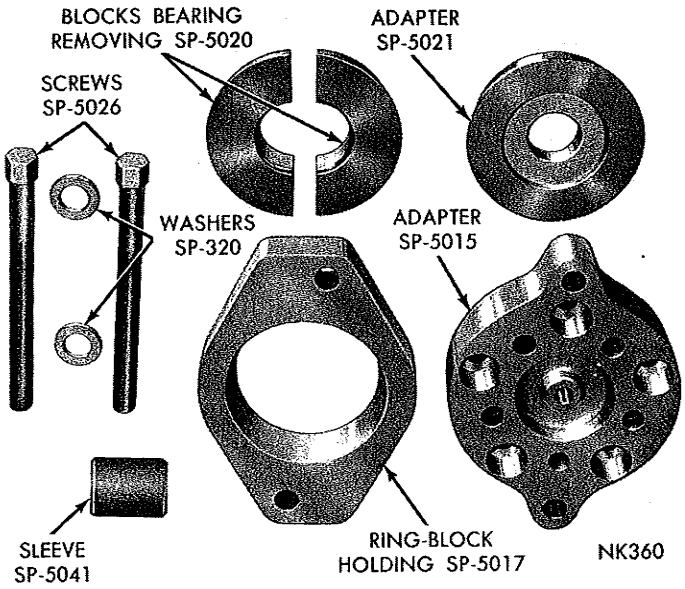
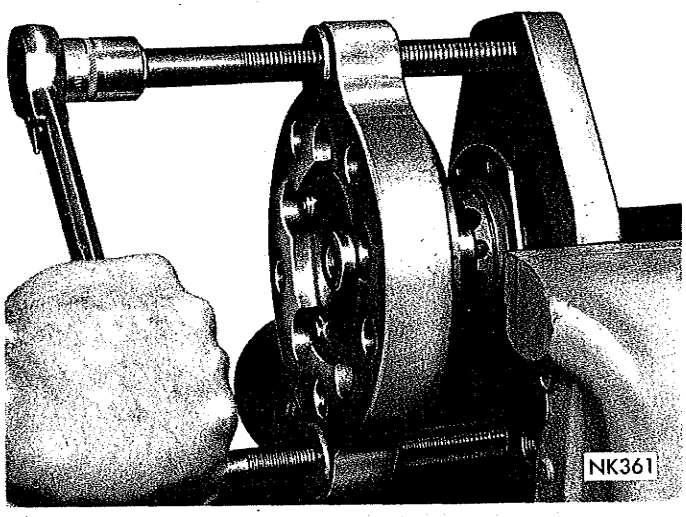

***Fig. 3—Tool Set C-3971***
*Fig. 12—Removing the Bearing Cone with Tool C-3971*
(1) With wheels removed, remove clips holding brake drum on axle shaft studs and remove brake drum.
(2) Using access hole in axle shaft flange, remove retainer nuts, the right shaft with threaded adjuster in retainer plate will have a lock under one of the studs that should be removed at this time.
(3) Remove parking brake strut.
(4) Attach axle shaft remover Tool C-3971 (Fig. 3) to axle shaft flange and remove axle shaft. Remove brake assembly and foam gaskets.
(7) Remove the bearing cone using Tool C-3971 (Fig. 3). Tighten bolts of tool alternately until cone is removed (Fig. 12).
(8) Remove seal in bearing retainer plate and replace with new seal.